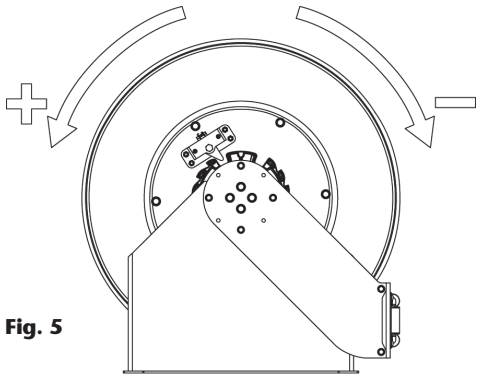

Fig. 5
6. Pour appliquer la pré-tension du ressort, tourner le tambour le nombre de tours indiqués dans le tableau ci-dessous en fonction de la puissance du ressort et de la longueur du flexible (fig. 5):
4. Faites tourner l'enrouleur pour augmenter ou diminuer la tension du ressort (fig. 5).